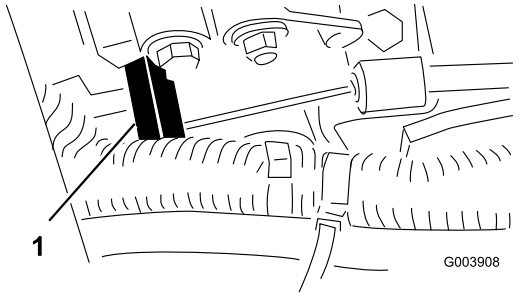

Figur 54
3. Hold innsprøytingspumpens spak (Figur 54) mot høy tomgangsstopp og stram til kabelkonnektoren.